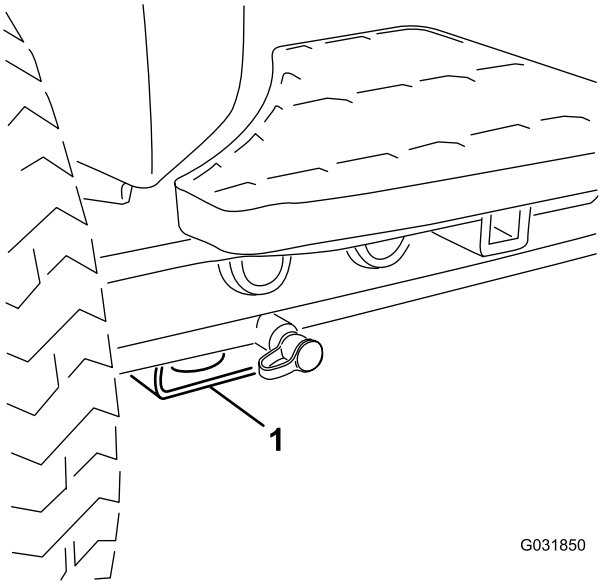

Figur 37
- For – rektangulær plade, under akselrøret, indvendigt i forhold til hvert fordæk (Figur 37).